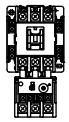
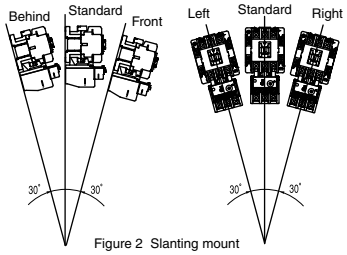

Figure 1 Standard mounting
Figure 2 Slanting mount
(1) The standard mounting shown in Figure 1 is the proper mounting method. Following slanting mounting with front, behind, left and right direction is possible. (Figure 2) Allowable slant angle of SC (SW) - 03 to N16 : 30°
(2) Side mounting can be necessary due to wiring or installation restriction. Side mounting is possible if you consider the followings, except for the types of SC-N14, 16 and mechanically latched type.
(3) Other mountings